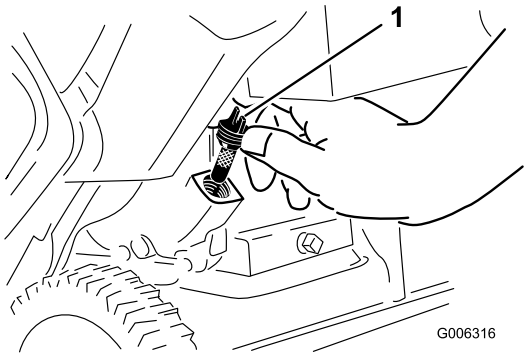

Figure 12
2. Nettoyez la surface autour du bouchon de remplissage (Figure 12).